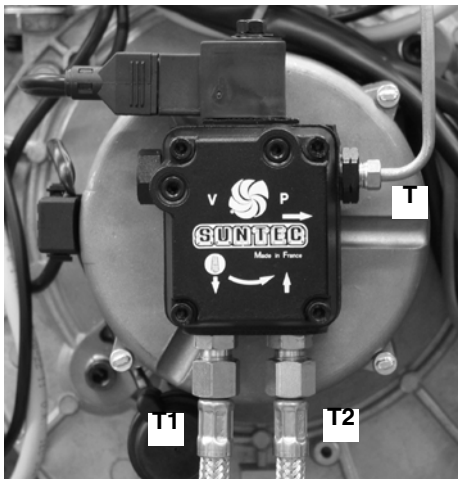

Рис. 38
- Отвинтить трубку **T** подачи дизтоплива от насоса (Рис. 38).